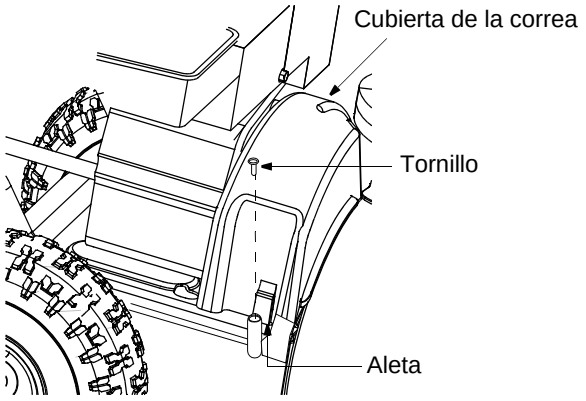

Figura 12
3. Quite el tornillo demostrado en el cuadro 12, y empuje la cubierta de la correa para lanzar las lengüetas plásticas. Empuje la cubierta de la correa de alrededor del motor y el canal. Sáquela y guárdela. Ver Figura 12 .